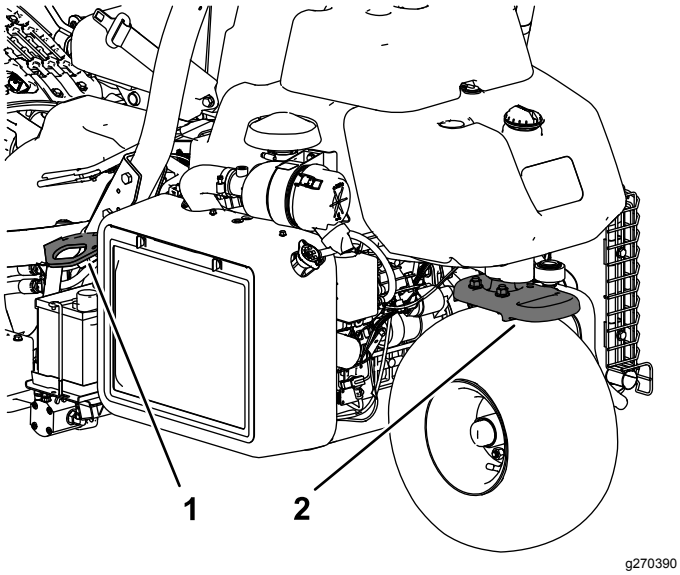

Figuur 25
- Zet de machine goed vast met spanbanden, kettingen, kabels of touwen. Zowel de voorste als de achterste spanband moet naar beneden en naar de buitenkant van de machine lopen (Figuur 25).